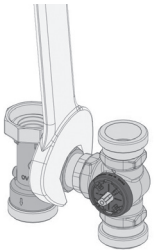

Fig. 15
1. Desserrer l'écrou d'accouplement au bypass à l'aide d'une clé plate de 52 mm (fig. 15).